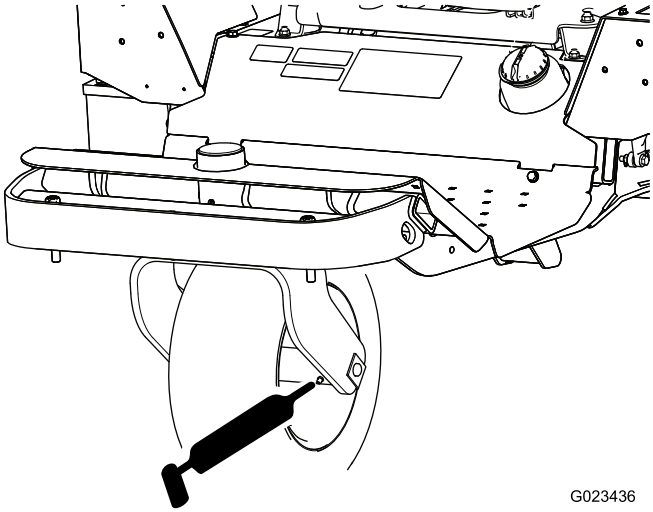

Figur 35
- Framhjulslagret (1) – Figur 35